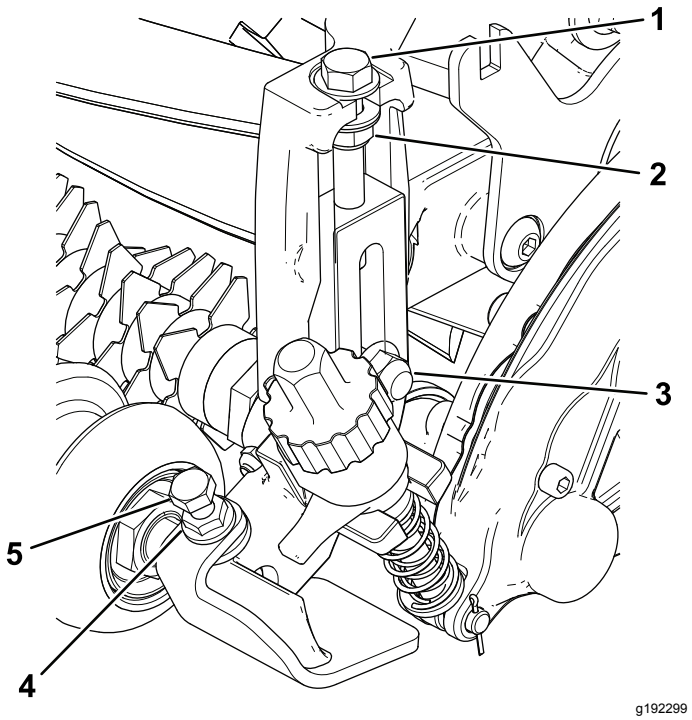

Рисунок 13
4. Затяните каретные болты и контргайки, крепящие кронштейны высоты скашивания (НОС) в сборе к боковым пластинам (Рисунок 13).
5. Затяните контргайку на болте регулировки высоты скашивания (НОС), затем отверните ее на ½ оборота (Рисунок 13).
6. Установите передний валик по центру между кронштейнами НОС в сборе и закрепите его на месте с помощью колпачковых винтов и фланцевых гаек (Рисунок 13).